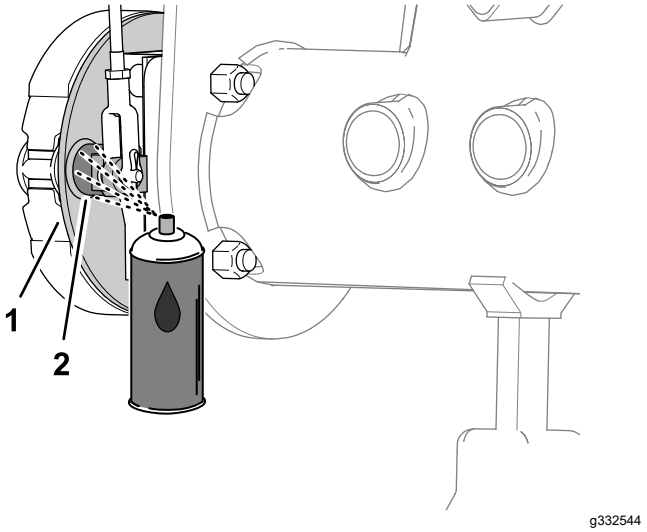
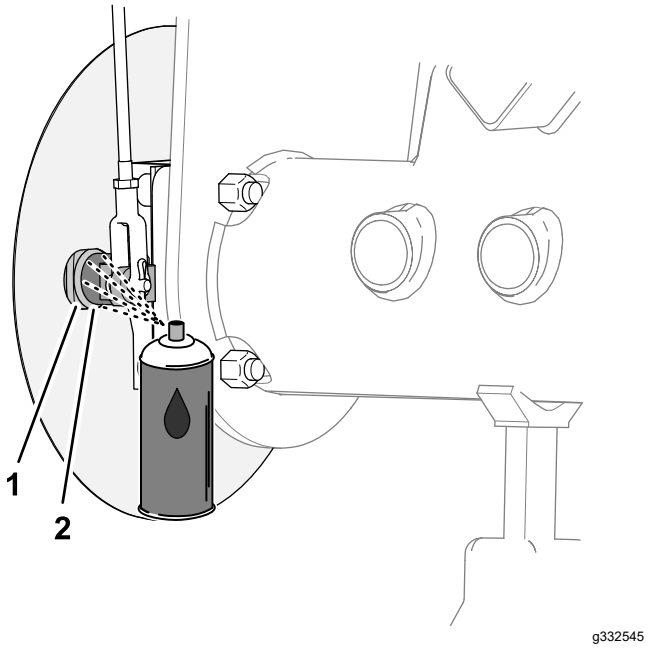

Figuur 65
Figuur 66
1. Spuit aan de binnenkant van de remsteunplaat (machines zonder het optionele grasscherm aan de velgen) of het wielscherm (machines met het optionele grasscherm aan de velgen) kruipolie tussen de as van de remnok en de steunplaat (Figuur 65 of Figuur 66).